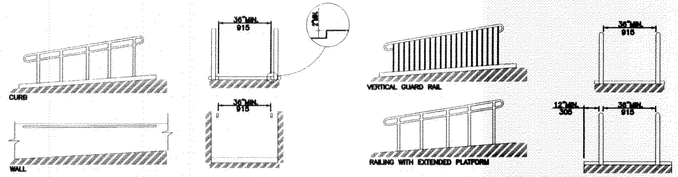

FIG. 17
4.8.7 EDGE PROTECTION. RAMPS AND LANDINGS WITH DROP-OFFS SHALL HAVE CURBS, WALLS, RAILINGS, OR PROJECTING SURFACES THAT PREVENT FEET FROM SLIPPING OFF THE RAMP. CURBS SHALL BE A MINIMUM OF 2" (50mm) HIGH (SEE FIG. 17).